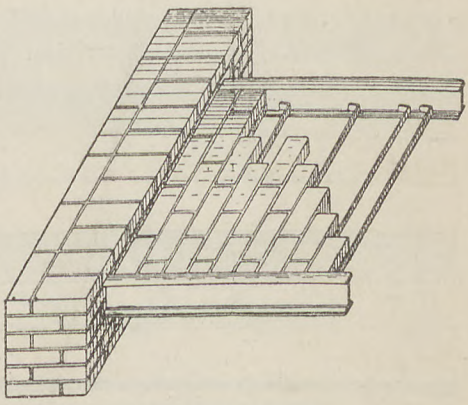

Fig. 115.
19. Mesch-Decke (von W. Mesch, Magdeburg). Diese, System Mesch genannte Decke ist eine feuersichere, armierte Steinbalken-Decke, deren Konstruktion im wesentlichen die folgende ist, Fig. 115.